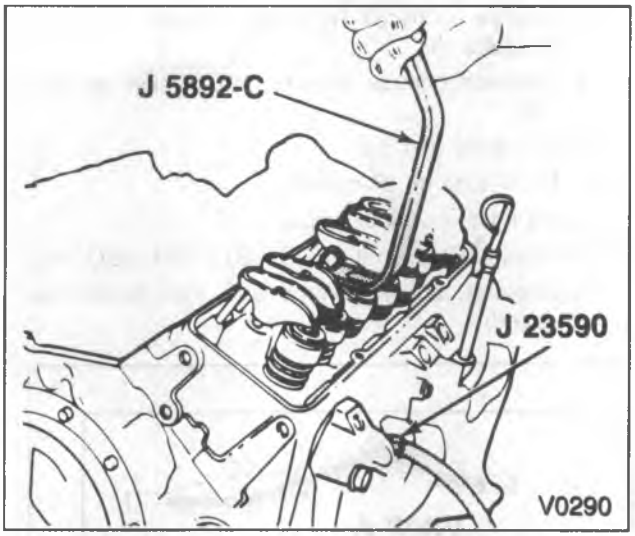

Figure 6—Compressing the Valve Springs
4. Valve keepers (20).
- Install J 23590 into the spark plug hole (figure 6).
- Use J 5892-C to compress the valve spring (figure 6).
5. Cap (21) or rotator (28), shield (22), and spring (26) with damper (25).
6. O-ring seal (23).
7. Seal (24).
1. New seal (24). Install the seal over the valve stem and seat it against the head.
2. Spring (26) with damper (25), shield (22), and cap (21) or rotator (28).
3. New o-ring seal (23) and valve keepers (20).
- While applying air pressure to the cylinder with J 23590, compress the spring using J 5892-C (figure 6).